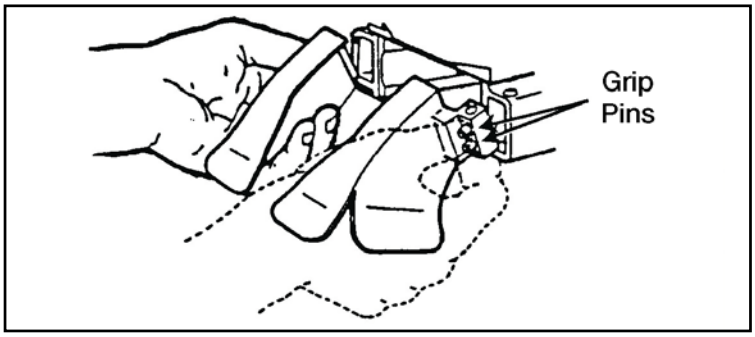

Figure 071-030-0001-1. Removal of feed throat assembly
a. Place the safe/fire switch in the SAFE (S) position. Ensure the bolt is forward.
a. Remove the feed throat assembly (figure 071-030-0001-1). Squeeze the two sets of grip pins together and pull them straight out.